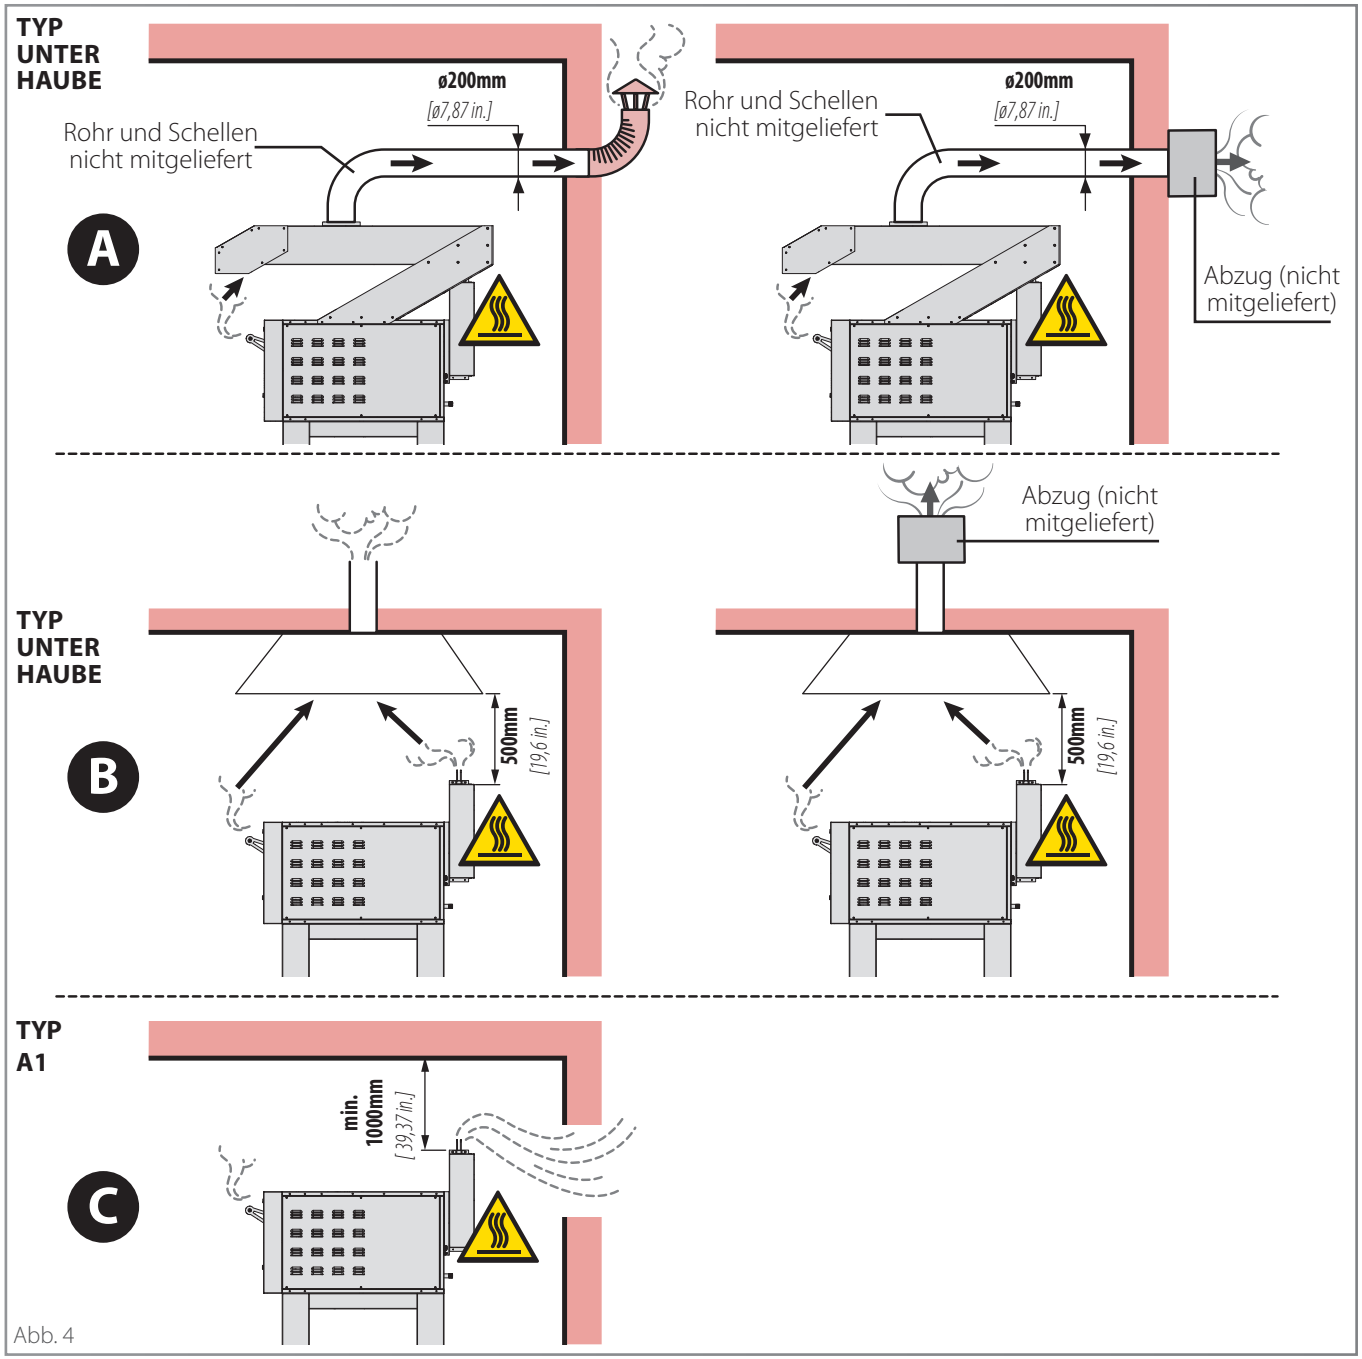

Abb. 4
▶ **Abb. 4** Der Ofen weist im rückseitigen Teil einen Rauchabzug zum Abführen der Dämpfe und Rauchgase aus der Backkammer auf (im Abschnitt „Technische Daten" ab S. **8** befindet sich die genaue Angabe seiner Position).